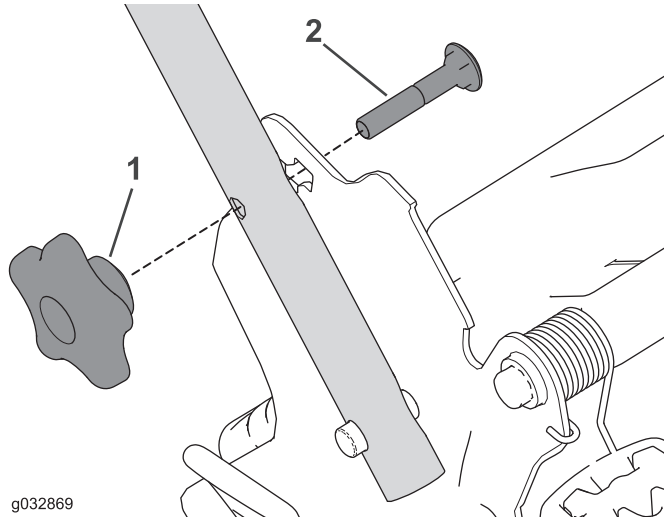

Figure 26
1. Retirez les 2 boutons de guidon et les 2 boulons de carrosserie des supports du guidon (Figure 26) et conservez-les.